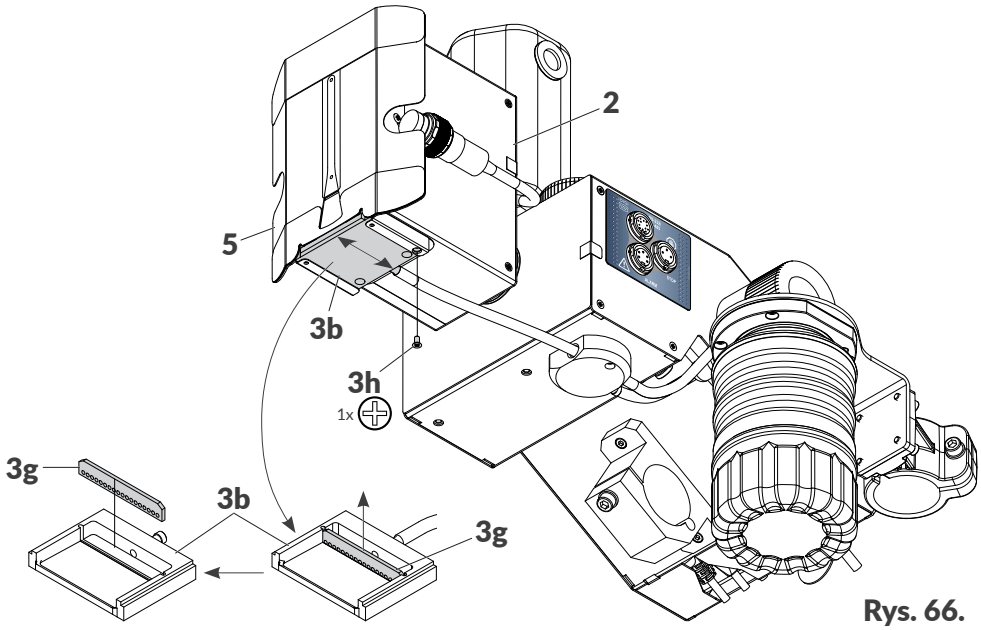

Rys. 66.
2. Podłóż materiał wchłaniający pod listwę ściekową **3b** (patrz ***Rys. 66 na stronie 171***).
*Filtr atramentu **3g** jest elementem kierunkowym. Musi on zostać zamontowany w listwie ściekowej **3b** w taki sposób aby otwory znalazły się przy dolnej powierzchni listwy (patrz **Rys. 66**).*